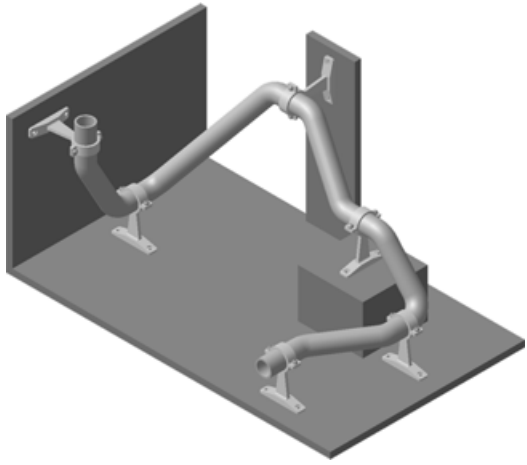

Рис. 8.78
- Нажмите кнопку **Перестроить** на панели **Вид**. После перестроения труба также изменит форму (рис. 8.78).